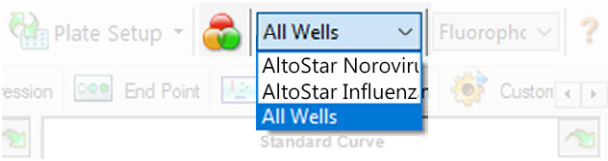

Figura 4: Pulsante Well Group (Gruppo pozzetto) e menu a discesa Well Group (Gruppo pozzetto)
Nella finestra Data Analysis (Analisi dei dati) assicurarsi di selezionare il **Well Group** (Gruppo pozzetto) del kit AltoStar® Norovirus RT-PCR Kit 1.5. Quindi, fare clic sul menu a discesa **Well Group** (Gruppo pozzetto) vicino al pulsante **Well Group** (Gruppo pozzetto) (vedere figura 4) della barra degli strumenti. Non usare il **Well Group** (Gruppo pozzetto) *"All Wells"* ("Tutti i pozzetti"). La selezione nella figura 4 è riportata unicamente a titolo di esempio generico.
1. Nella finestra Data Analysis (Analisi dei dati) assicurarsi di selezionare il **Well Group** (Gruppo pozzetto) del kit AltoStar® Norovirus RT-PCR Kit 1.5. Quindi, fare clic sul menu a discesa **Well Group** (Gruppo pozzetto) vicino al pulsante **Well Group** (Gruppo pozzetto) (vedere figura 4) della barra degli strumenti.